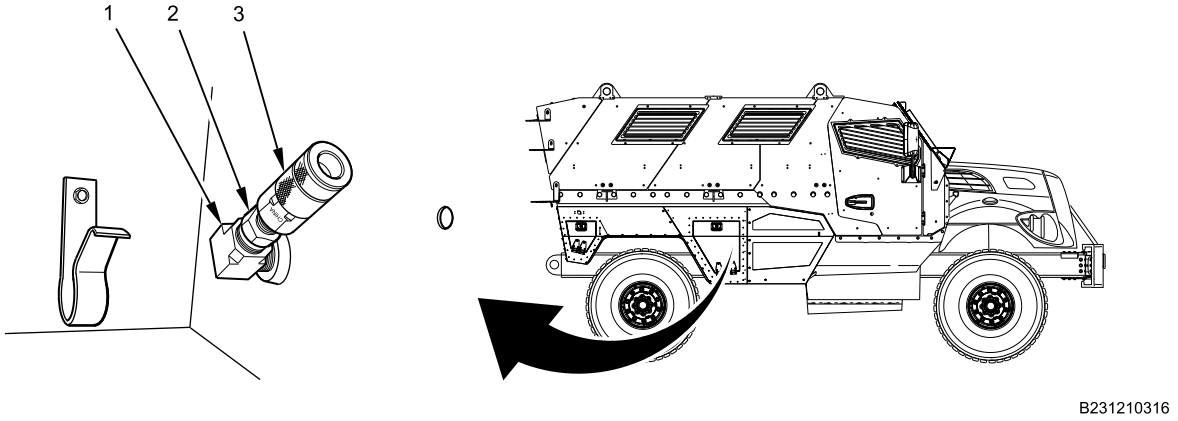

Figure 1. Air Hose Quick Connect Fitting Replacement.
1. Hold fitting (Figure 1, Item 2) attached to elbow (Figure 1, Item 1) and remove quick connect fitting (Figure 1, Item 3).